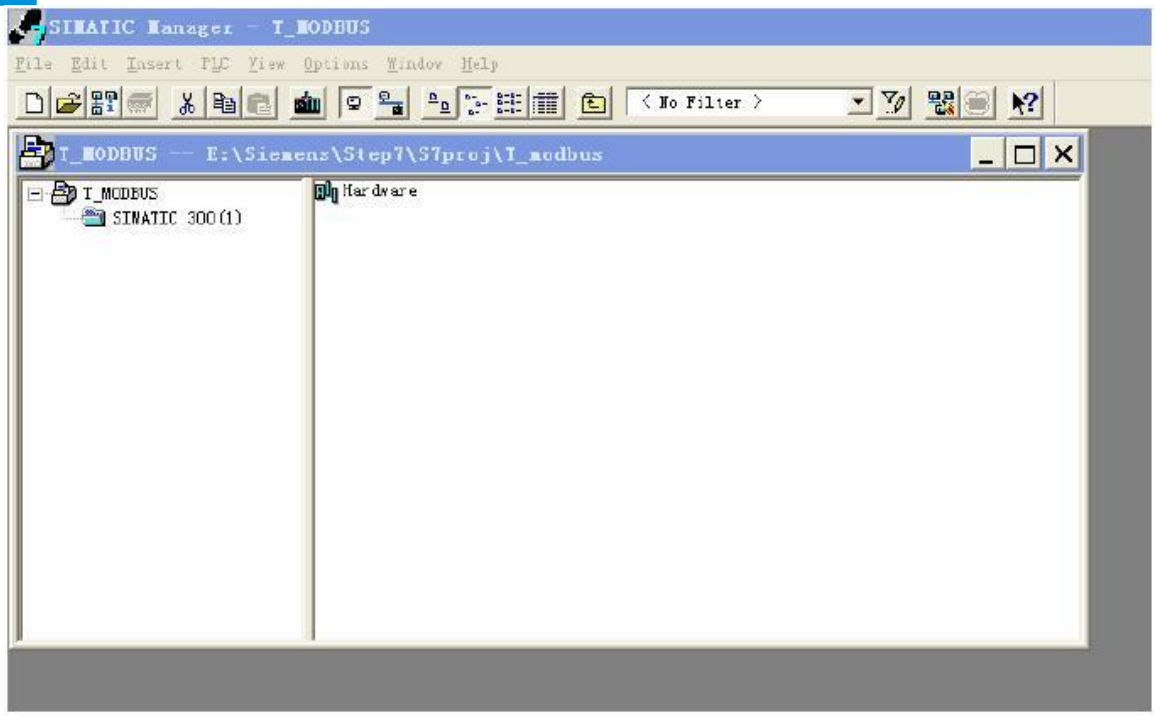

图 4
4. 双击 SIMATIC 300(1)->Hardware，打开 S7 PLC 硬件组态界面，如图 4：